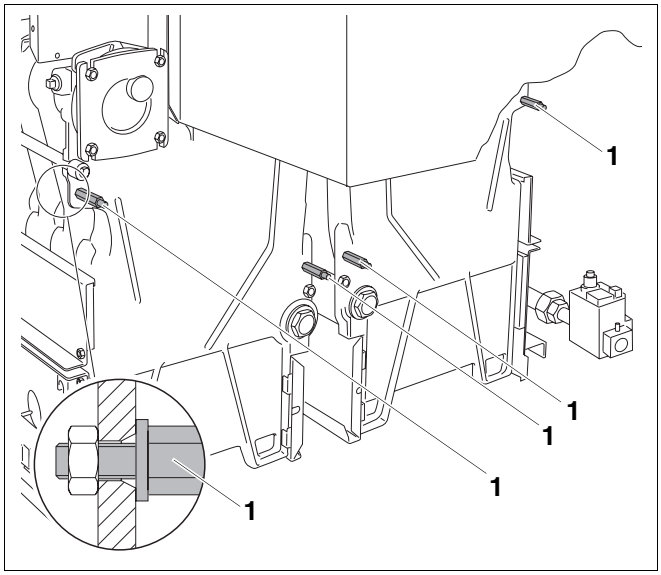
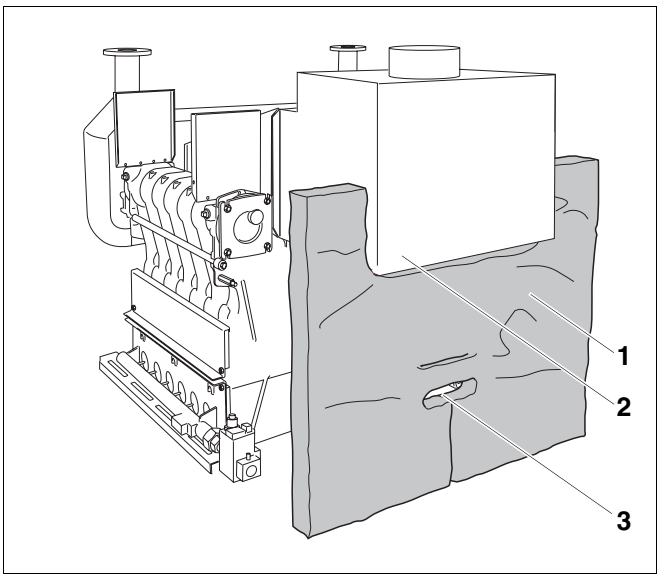

Afb. 45 Afstandspennen aanschroeven
Afb. 46 Isolatie van de rugwand aandrukken
- Schroef de vier afstandspennen M8 x 75 (afb. 45, **pos. 1**) voor de bevestiging van de rugwanden aan (moer met schijf erop geperst achteraan, vulring vooraan).
Neem voor de correcte positie van de isolatie van de rugwand (afb. 46, **pos. 1**) de volgende punten in acht:
– De uitsnijding (afb. 46, **pos. 2**) van de isolatie van de rugwand moet naar de rookgasverzamelaar wijzen.
– Voer de afstandspennen (afb. 45, **pos. 1,** pagina 40) door de insnijdingen in de isolatie van de rugwand (afb. 46, **pos. 1**), zodat ze onbedekt zijn.
– De onderste insnijding (afb. 46, **pos. 3**) moet de onderste ketelnaven onbedekt laten.
– De heldere kant van de isolatie van de rugwand (afb. 46, **pos. 1**) moet naar het ketelblok wijzen.
- Druk de isolatie van de rugwand (afb. 46, **pos. 1**) tegen de rugzijde van het ketelblok.